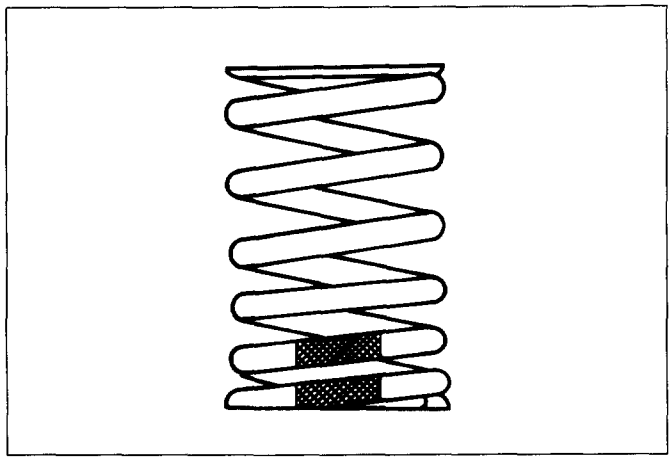

Fig. 6A-22
5. Split collar and upper spring seat (Fig. 6A-23)